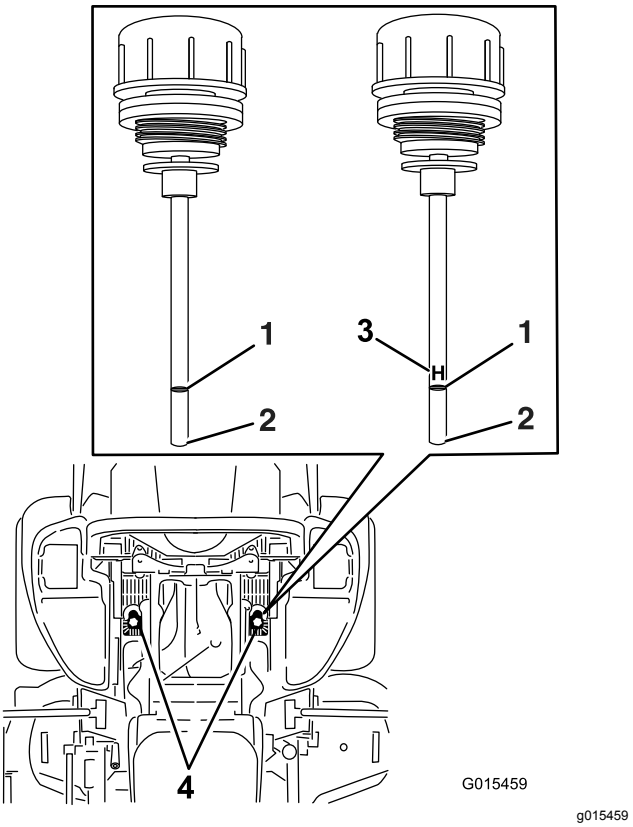

Figur 81
6. Rengjør området rundt peilepinnene på hydraulikksystembeholderne (Figur 81).
7. Fjern én peilepinne fra hydraulikkbeholderen (Figur 81).
9. Dra ut peilestaven, og se på enden (Figur 81).